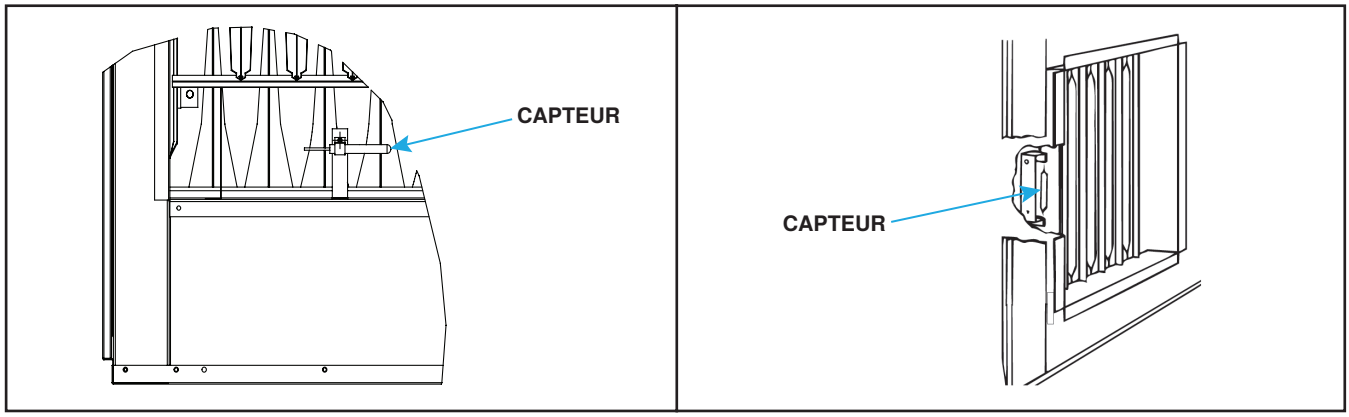

Figure 6. Lieux d'expédition du capteur capillaire
Selon l'option de contrôle des gaz, le capteur de température de l'air de refoulement est installé à l'usine ou sur le site. Les capteurs sur le site ont l'une des deux configurations suivantes : un ensemble capteur et tube de mélange ou un ensemble support de capteur et boîte de jonction. Pour les unités avec option de support de capteur et de boîte de jonction, le capteur est normalement installé sur un support dans la décharge du four pour l'expédition, mais il peut être monté dans le pied de l'armoire (voir **Figure 6**).
(1) Avant de raccorder les conduits à la fournaise, retirez le capteur capillaire de sa position d'expédition sur la fournaise (voir **Figure 6**).